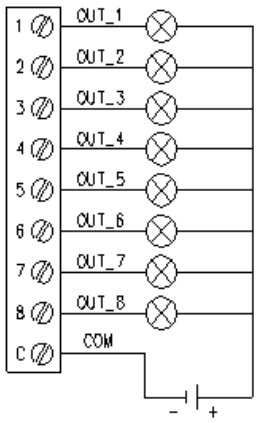

Fig. 4.8. Digital outputs connection
The ground reference of the voltage to be triggered must be connected to the common terminal of the connector (C) (Fig. 4.8). in state: